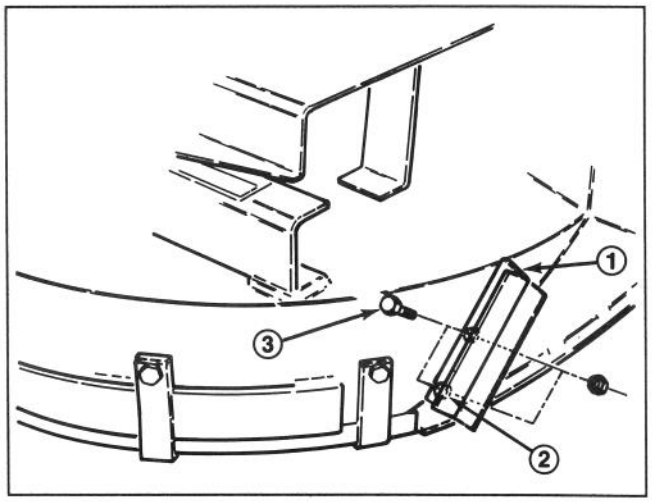

Figure 12
1. Using new deflector stop as a template, set it on the original flat deflector stop (Fig. 12). Assure new deflector stop is flush at the bottom, contacting side of deck, and parallel with outside edge of deflector support.
2. Locate, mark and drill (2) 9/32" dia. holes through old deflector support.
3. Mount new deflector support to old deflector stop with (2) 1/4 – 20 x 3/4" lg. capscrews and 1/4 – 20 locknuts, as shown in figure 12.